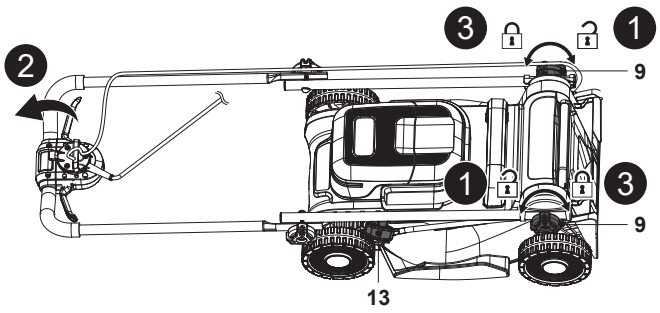

Fig. 20
- Retirer le bac de ramassage (8)/l'obturateur mulching (24).
- Régler le levier de réglage de la hauteur de coupe (13) sur la position la plus basse.
- Desserrer les deux boutons de serrage (9) sans les retirer, puis replier complètement l'ensemble de guidon (Fig. 20, étapes 1, 2).
- Fixer le tout en tournant les deux boutons de serrage (9) afin d'éviter toute dispersion avant le rangement à la verticale (Fig. 20, étape 3).